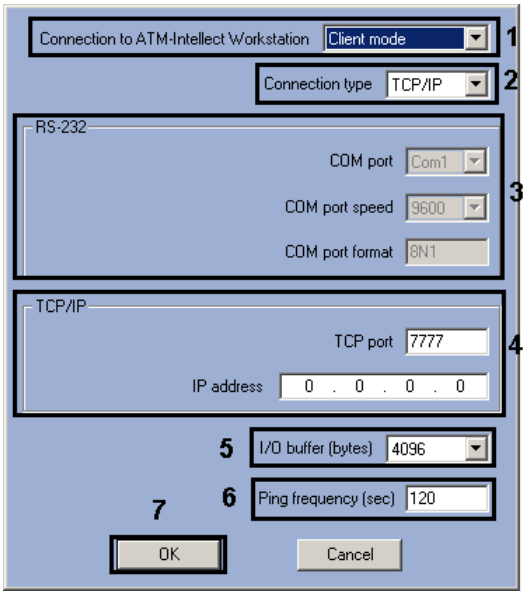

Fig. 4.3—4 Setting up a connection
3. In the **Connection to ATM Intellect Workstation** drop-down list select one of the two available methods for connecting *ATM Intellect Pro* to *ATM Intellect Workstation* will be used: **Server mode** or **Client mode** (see Fig. 4.3—4, 1).